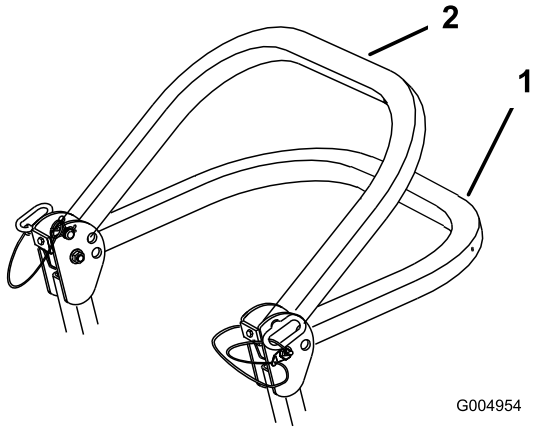

Figur 7
2. Sænk styrtbøjlen til sænket position. Der er to sænkede positioner. Se Figur 7 for at få vist positionerne.